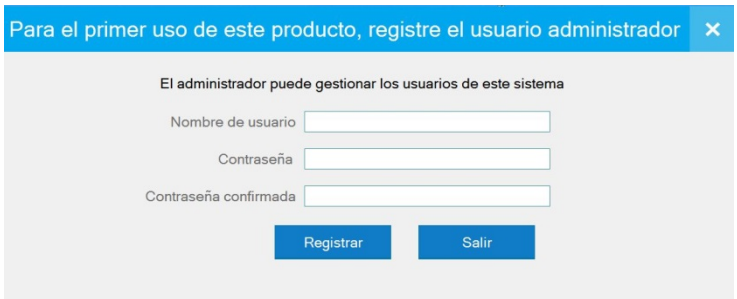

Figure 3.1.1
1. The registration administrator user interface （as figure 3.1.1）。